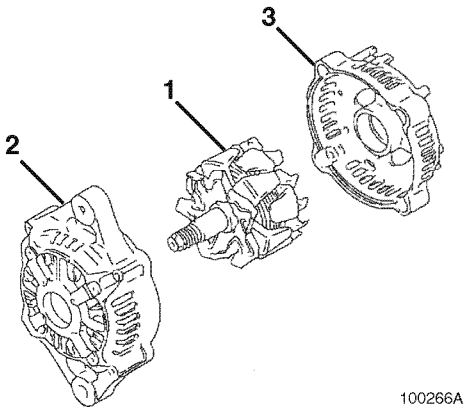

Figure 12-9
8. Using a press, remove the rotor assembly **(Figure 12-9, (1))** from the front frame housing **(Figure 12-9, (2))** and rear frame housing **(Figure 12-9, (1))**.